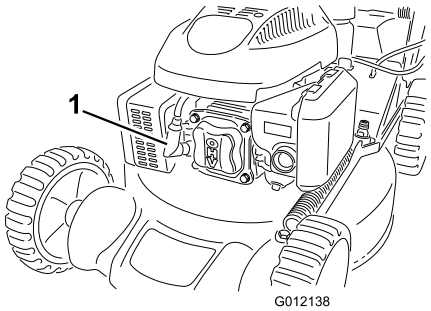

Figura 18
2. Staccate il cappellotto dalla candela (Figura 18) prima di eseguire interventi di manutenzione.
2. Scollegate il cappellotto dalla candela (Figura 18).